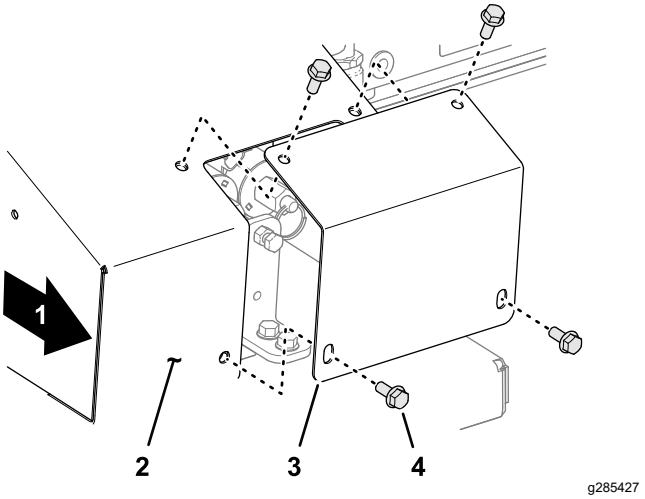

Figur 32
1. På høyre side av maskinen, fjern de fire flenshodeskruene som fester dekselplaten til overstyringsdekselet (Figur 32).